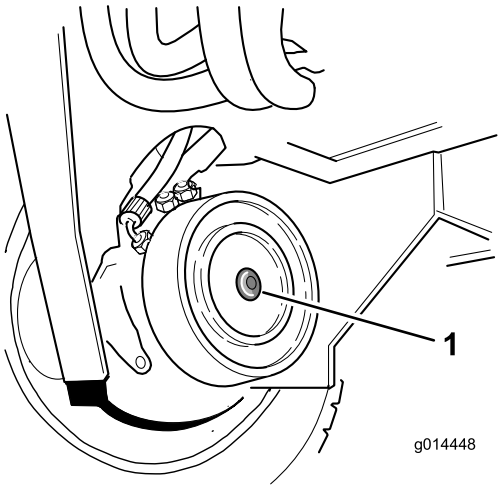

Figura 45
2. Identifique o conjunto de travões de disco da frente do lado direito e retire o tampão hexagonal (Figura 45).